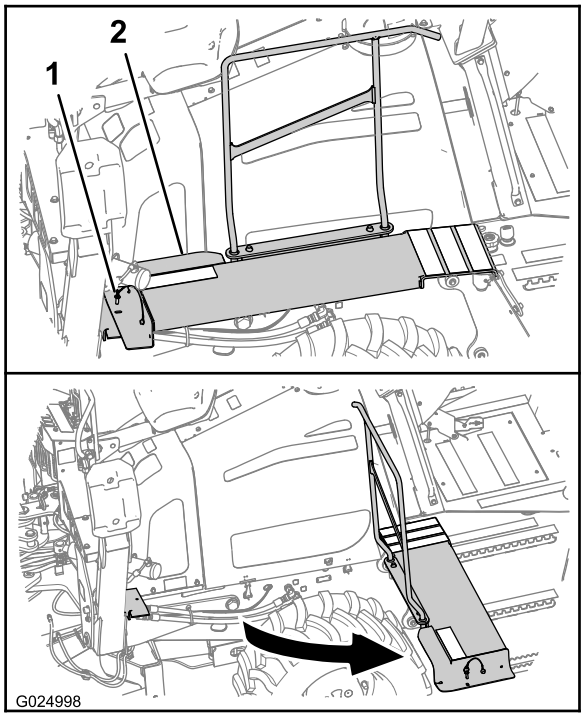

Figura 58
A. Sul lato sinistro della macchina, rimuovete il perno di fissaggio dall'estremità anteriore della pedana (Figura 58).
B. Ruotate la pedana estraendola dalla macchina come illustrato in Figura 58.
A. Ruotate l'estremità anteriore della pedana riportandola nella sua posizione originale (Figura 58).
B. Allineate il foro della pedana con il foro nella relativa staffa di supporto (Figura 58).